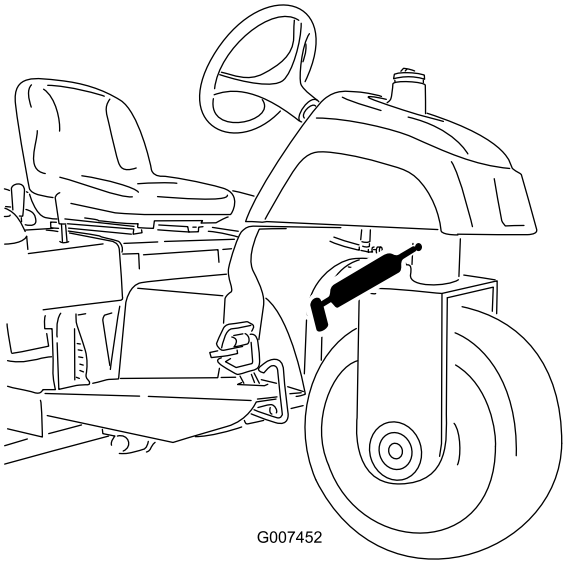

**Figuur 25**
- Fusee (Figuur 25)
**Opmerking:** Om vet in de verzonken nippel op de fusee te spuiten (Figuur 25), moet u een verloopstuk op de vetspuit plaatsen. U kunt het verloopstuk bestellen bij een erkende Toro-dealer, onderdeelnr. 107-1998.